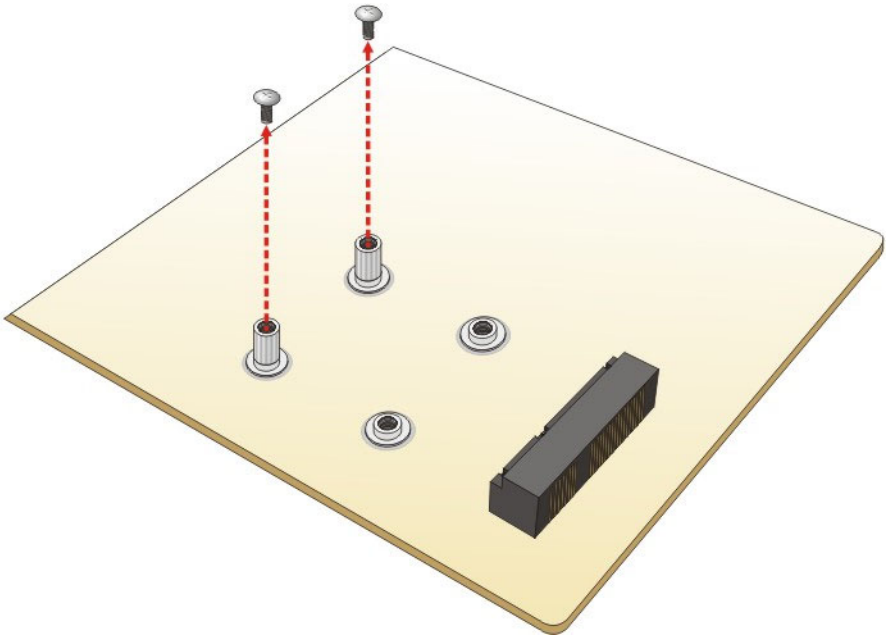

Figure 3-13: Removing the Retention Screws
Step 3: **Remove the retention screws**. Remove the two retention screws as shown in **Figure 3-13**.